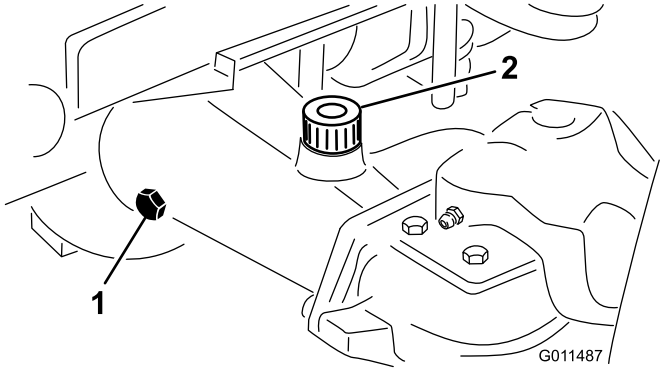

Figuur 60
2. Verwijder een controleplug van één uiteinde van de as en controleer of het smeermiddel tot aan de onderkant van de opening komt (Figuur 60).